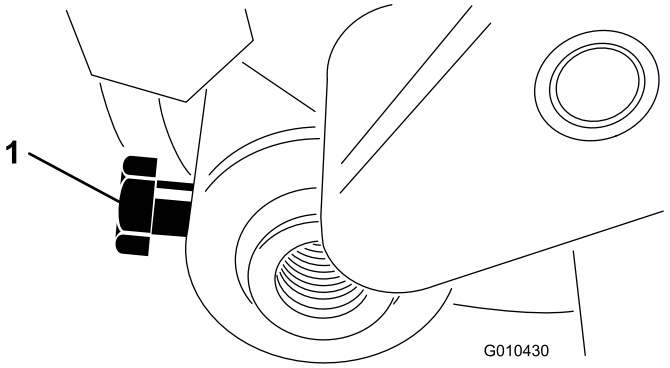

Figur 30
3. Løsn den bolt, der fastgør rulleakslen på klippehøjdearmen (Figur 30).